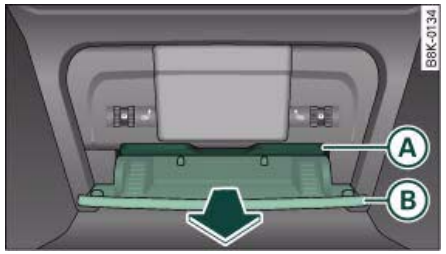

Fig. 96 Rear centre console: Ashtray
– Pull the front lip of the ashtray (B) ⇒ fig. 96 in the direction of the arrow.